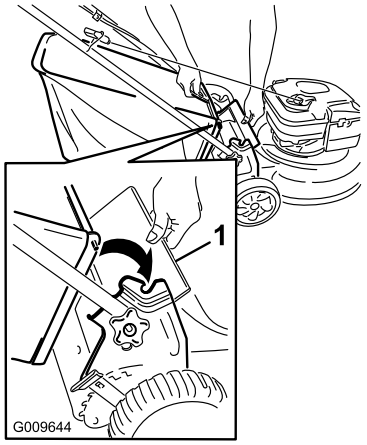

Figure 14
1. Soulevez le déflecteur arrière (Figure 14).
2. Accrochez la poignée du bac à herbe aux crans des supports (Figure 14).